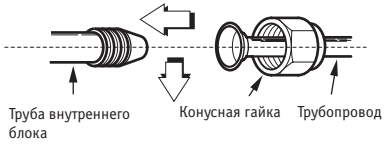

Рис. 58
- Сначала заверните конусную гайку пальцами, затем затяните с помощью гаечного и динамометрического ключа, как показано на рис. 58 и 59.